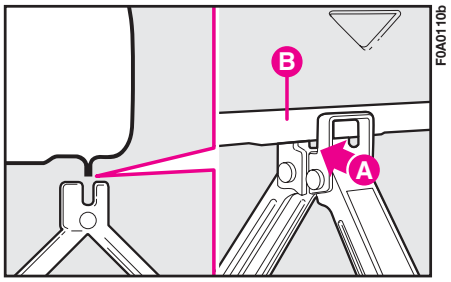

fig. 9
**11)** Insert the handle and open the jack so that groove **A-fig. 9** on the jack fits into the lower ribbing **B** on the sidemember.